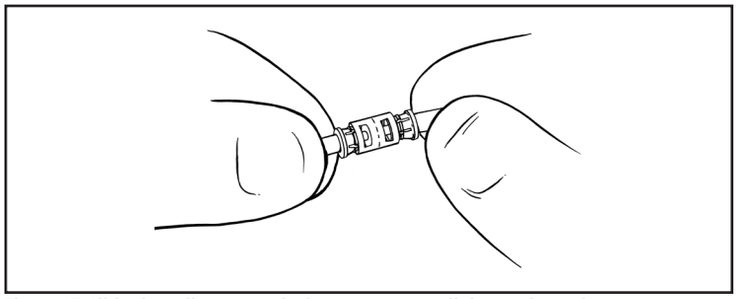

Figure 37. Slide the collets towards the connector until the teeth touch
9. Slide the collets towards the connector until the collet teeth touch the connector (Figure 37).